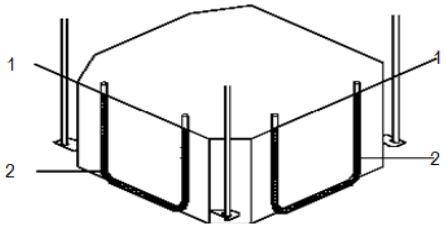

Fig. 9 — Ensure unit is level
b. Check if the unit is level at all four corners with a water level or a water−filled vinyl tube (see Fig. 9).